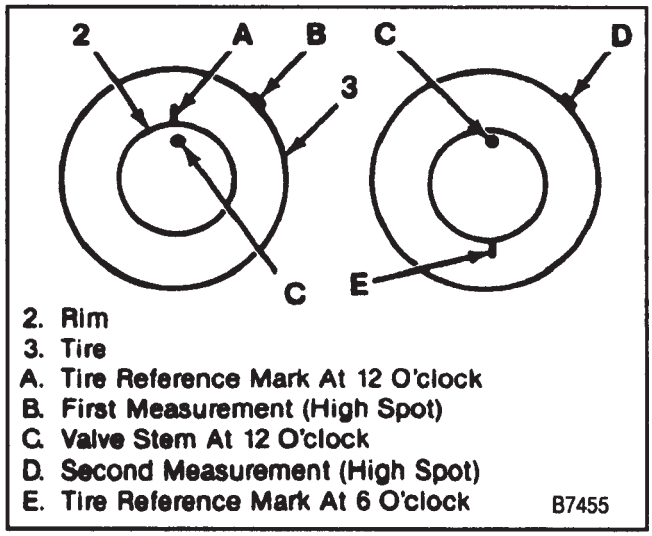

Figure 13—Checking Tire to Wheel Vectoring
- If the trend is uneven, wrap tape tightly around the tire, record the runout magnitude, and mark the high spot location (figure 13).
5. Break the tire and wheel assembly down on a tire mounting machine and rotate the tire 6 hours (180 degrees) on the rim (figure 13).